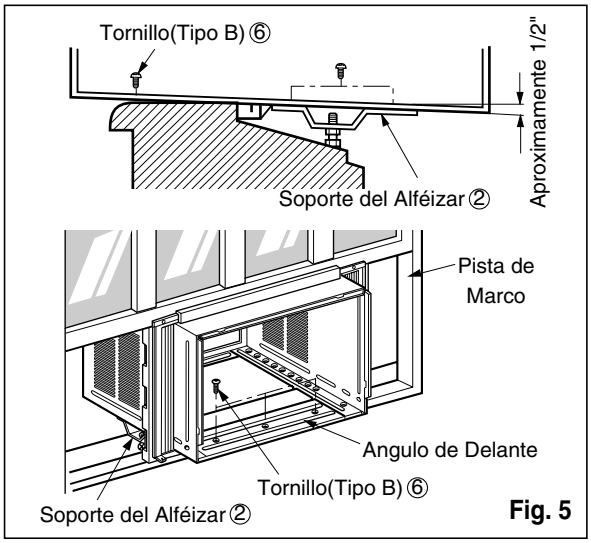

Fig. 5
6. El gabinete debe ser instalado con una **pequeña caída(cerca de 1/2") hacia abajo** hacia afuera (Ver Fig. 5).
7. Adjunte el gabinete al banquete de la ventana atornillando los tornillos ⑥(Tipo B: Largo dieciséis milímetros y menos.) a través del ángulo frontal en la banqueta de la ventana.